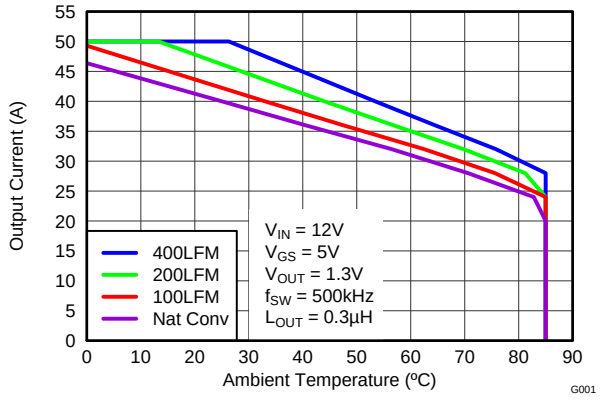
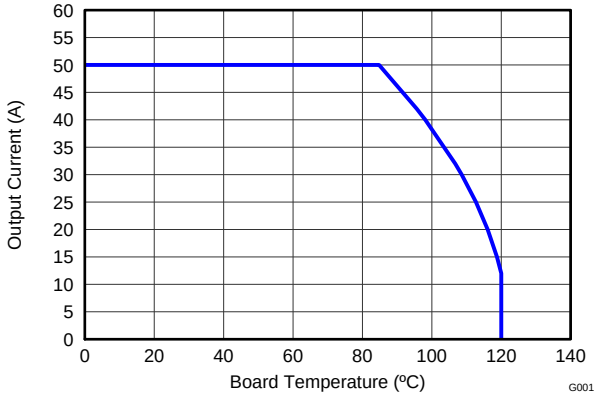

Figure 4. Safe Operating Area – PCB Vertical Mount (1)
Figure 6. Typical Safe Operating Area(1)
The SOA curves in the CSD86360Q5D data sheet provides guidance on the temperature boundaries within an operating system by incorporating the thermal resistance and system power loss. Figure 4 to Figure 6 outline the temperature and airflow conditions required for a given load current. The area under the curve dictates the safe operating area. All the curves are based on measurements made on a PCB design with dimensions of 4 in (W) × 3.5 in (L) × 0.062 in (T) and 6 copper layers of 1-oz copper thickness.